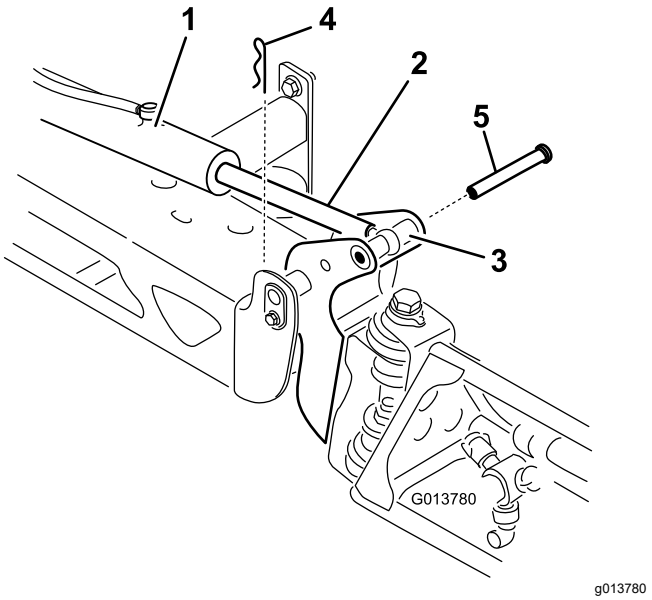

Рисунок 118
2. Извлеките шплинт из оси поворота (Рисунок 118).
3. Поднимите стрелу, извлеките штифт (Рисунок 118) и медленно опустите стрелу на землю.
9. Удерживая стрелу, вставьте штифт через ось поворота стрелы и конец штока (Рисунок 118).